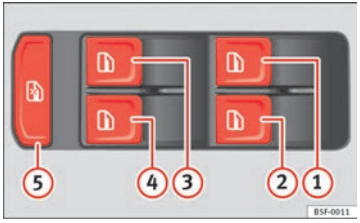

Fig. 60 Detail of the driver door: controls for the front and rear windows (5-door vehicles)
Buttons ⇒ Fig. 60 ①, ②, ③ and ④ have two positions for opening windows and two for closing them. This makes it easier to open and close windows to the desired position.